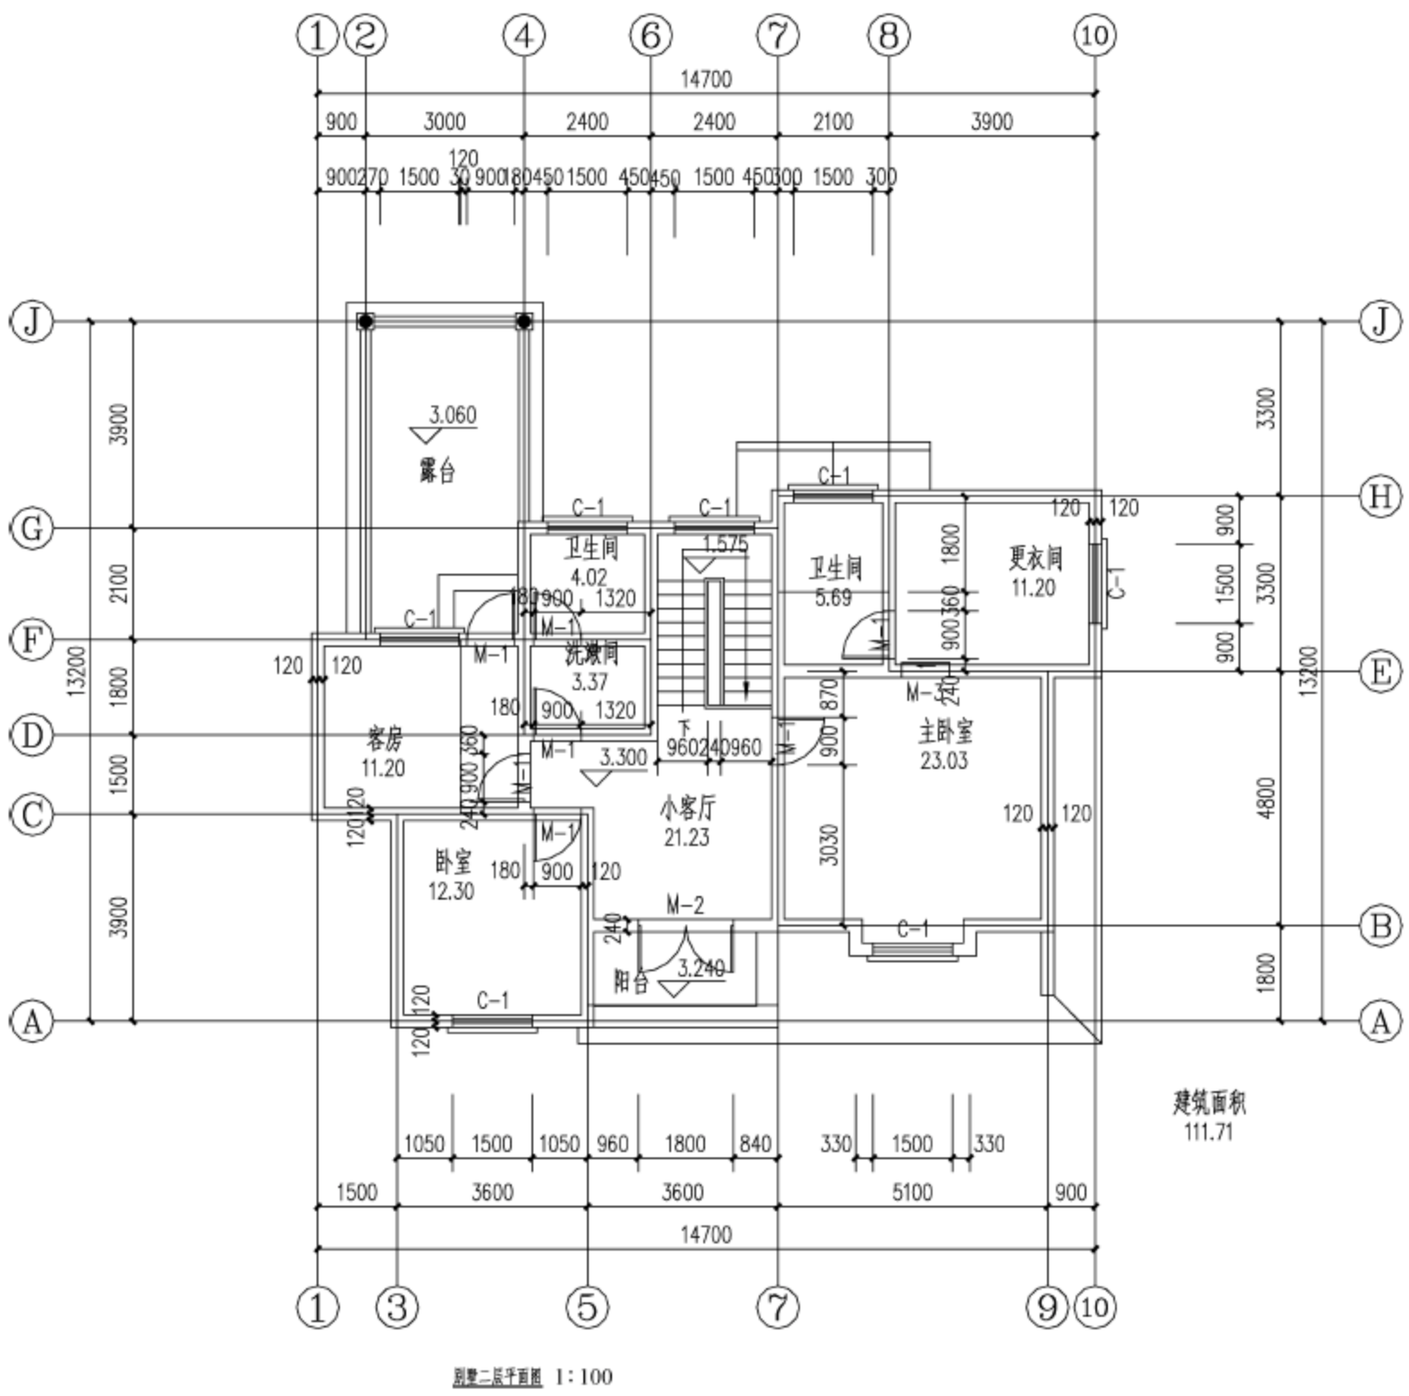

图 18-63　别墅二层平面图
本节主要讲述别墅二层平面图的绘制，综合运用天正命令和 AutoCAD 2018 中的命令完善图样的生成过程。别墅二层平面图如图 18-63 所示。
(2) 选择建筑物缺失的墙体，在合适位置补充绘制墙体，最终形成如图 18-63 所示的外墙形状。